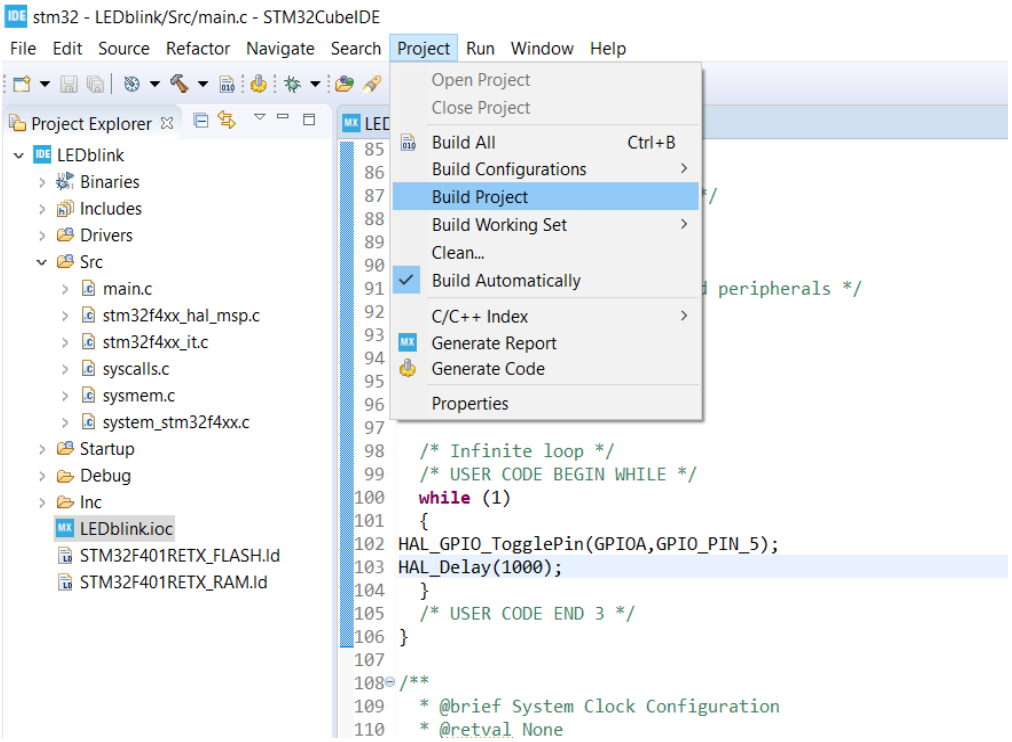

Fig. 7 Saving the program written in the while(1){} loop.
2. After that, save the project file and then build the project as shown in Fig. 7.